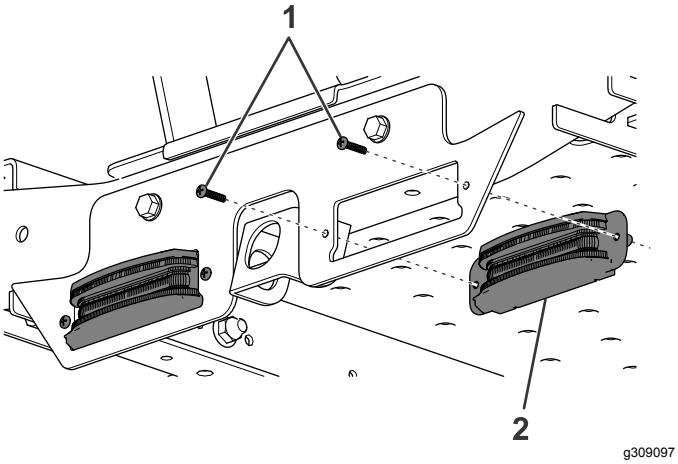
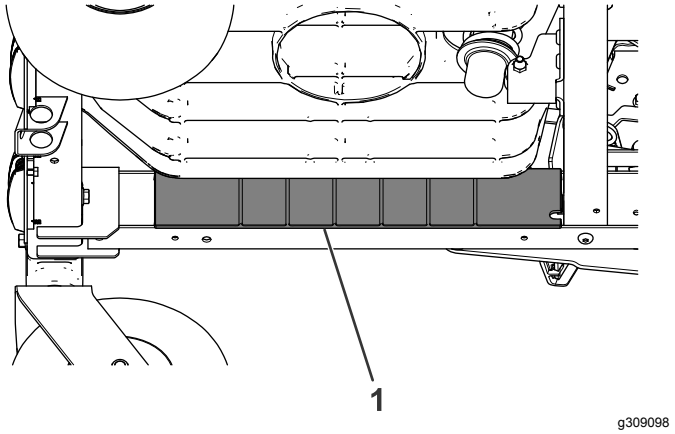
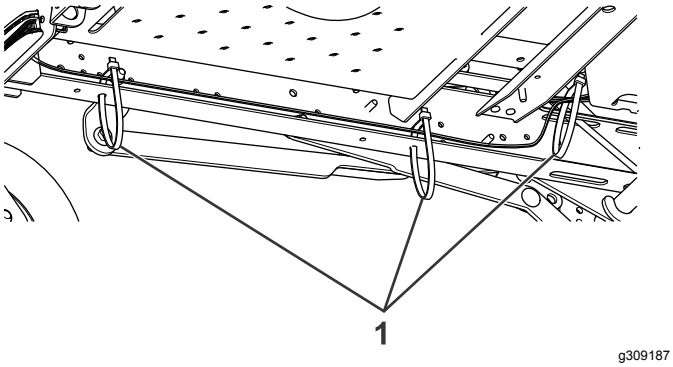

Figura 4
Figura 6
Figura 10
2. Inserite le luci LED nella parte posteriore della piastra di montaggio con 4 bulloni (M4) come mostrato nella Figura 4.
3. Se la vostra macchina non è dotata di MyRide, andate al passaggio 5 Se la vostra macchina è dotata di MyRide, rimuovete i 2 bulloni che fissano in sede la barriera di sicurezza (Figura 6 e Figura 6).
7. Se la vostra macchina non è dotata di MyRide, fissate il cablaggio preassemblato alla guida del telaio con 2 fascette per cavi e il cablaggio preassemblato del kit a quello della macchina con la fascetta rimanente (Figura 10). Se la vostra macchina è dotata di MyRide, montate la barriera di sicurezza rimossa in precedenza con i bulloni rimossi in precedenza (Figura 6 e Figura 4).